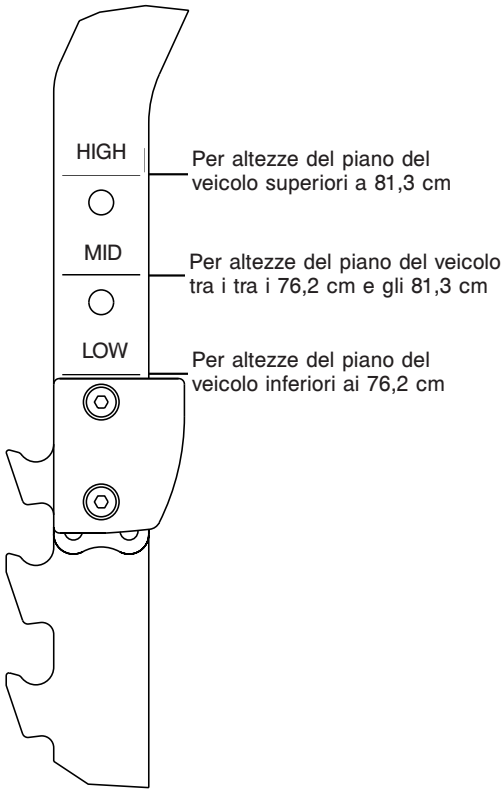

Figura 12
3. Selezionare HIGH (Alto), MID (Medio) o LOW (Basso) in base all’altezza del carico della barella necessaria (Vedere Figura 12). Ad esempio: